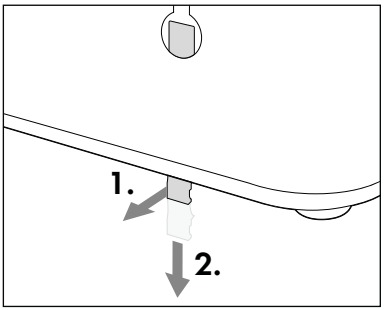

Fig. 1
2. Push the two supplied wall plugs ❾ into the drilled holes and screw the two supplied screws ❽ into the wall plugs ❾. Take care that the screws ❽ still protrude about 3 mm out of the holes.
3. On the back side of the appliance, the right hanger ❻ has a locking pin ❼ to prevent the appliance from coming free of the screws ❽. Press the locking pin ❼ back somewhat until you hear a click. Then pull the locking pin ❼ down slightly out of the hanger ❻ (see Fig. 1).